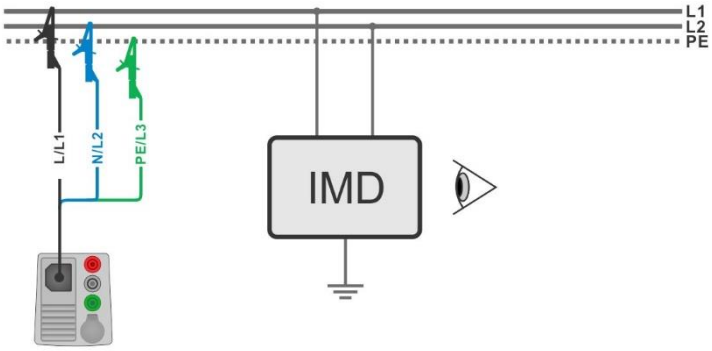

Figure 7.115: Connection with 3-wire test lead
- Connect 3-wire test lead to the object under test, see ***Figure 7.115***.